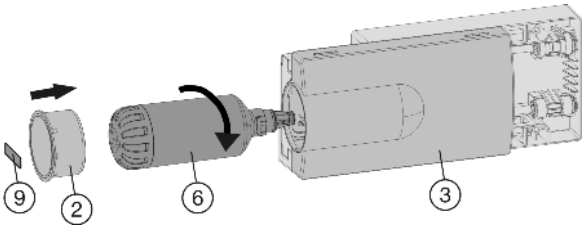

*Fig. 58*
- ▶ Place the tray cover *Fig. 58 (3)* in position.
- ▶ Insert the water filter *Fig. 58 (6)* and turn it approximately 100° to the right until it locks into position.
- ▶ Place the cover *Fig. 58 (2)* on the filter.
- ▶ Write the date of the next filter replacement on the supplied adhesive label *Fig. 58 (9)* and affix it to the module.